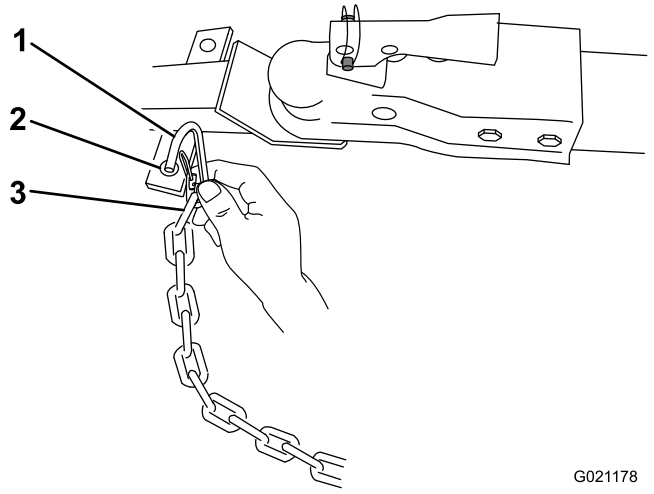

Figura 24
3. Conecte cada tramo de cadena al punto de montaje de la cadena de seguridad del vehículo de remolque con los conectores (Figura 24).